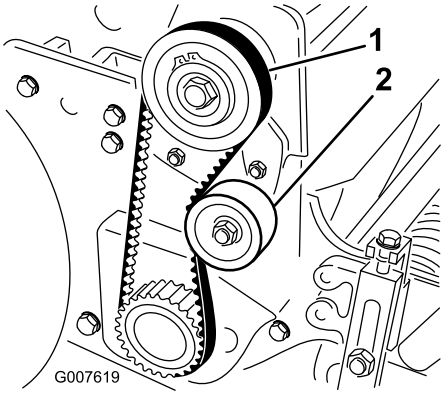

**Figuur 36**
2. Controleer de spanning door de riem midden tussen de poelies (Figuur 36) in te drukken met een kracht van ongeveer 18-22 N De riem moet een speling van 6 mm hebben.
A. Maak de montagemoer van de spanpoelie los en draai de spanpoelie rechtsom tegen de achterzijde van de riem totdat de riem de vereiste spanning heeft (Figuur 36).